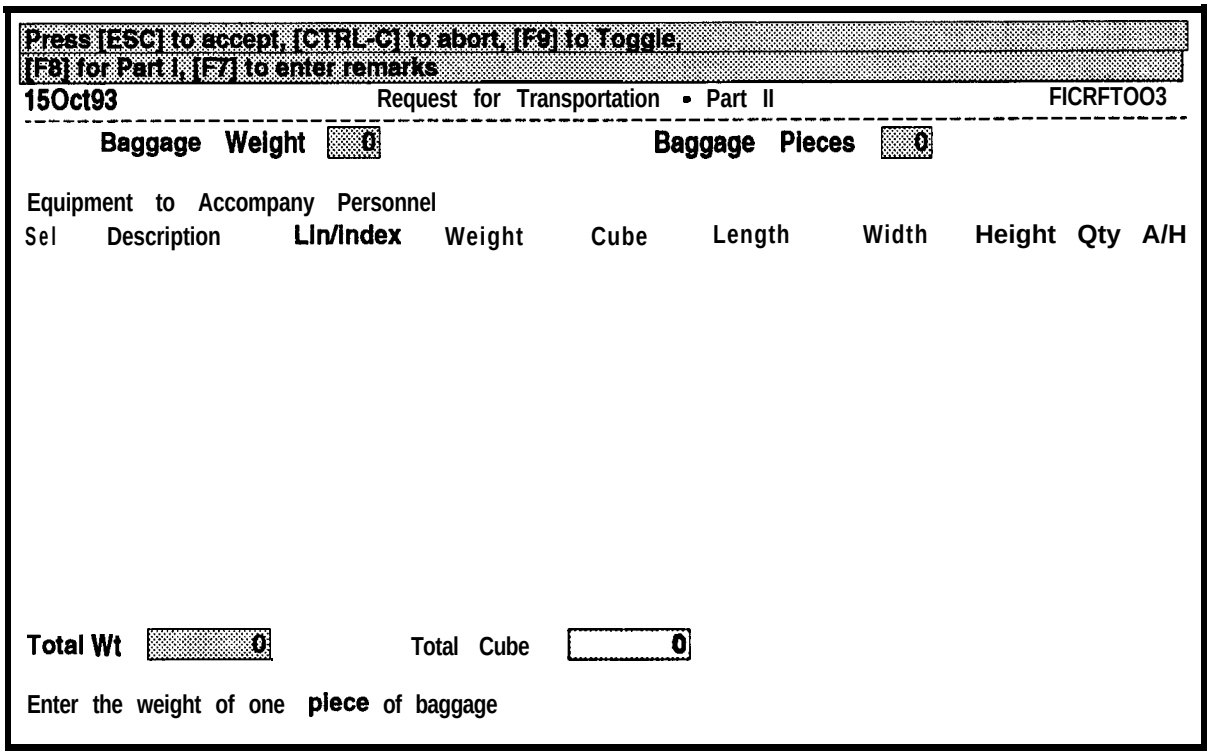

Figure 10-3. Request for Transportation-Part II Screen
q. When all fields are correctly entered, press **ESC** or **F8.** The **Request for Transportation - Part** II screen will be displayed as shown in Figure 10-3. The cursor will be in **the Baggage Weight** field.
q. When all fields are correctly entered, press **ESC** of **F8.** The Request for Transportation - Part II screen will be displayed, as shown in Figure 10-3 (page 10-9), with the cursor in the **Baggage Weight** field.
t. Equipment is selected from the ECR tables or the user can enter equipment that doesn't contain a LIN. If you do not know the LINIndex of the equipment, press F6 for help. The Equipment Selection Parameters window will open, as shown in Figure 10-4. Enter the selection criteria for the piece of equipment you wish to select and press **ESC.** Matching pieces of equipment, if found, will be displayed in the **Equipment** section of the Request for Transportation - Part II screen (Figure 10-3, page 10-9). Enter an X in the **Sel** field to select equipment from the ECR table.
p. When all fields are correctly entered, press **ESC** or **F8**. The Request for Transportation - Part II screen, as shown in Figure 10-3 (page 10-9), will be displayed with the cursor in the **Baggage Weight** field.